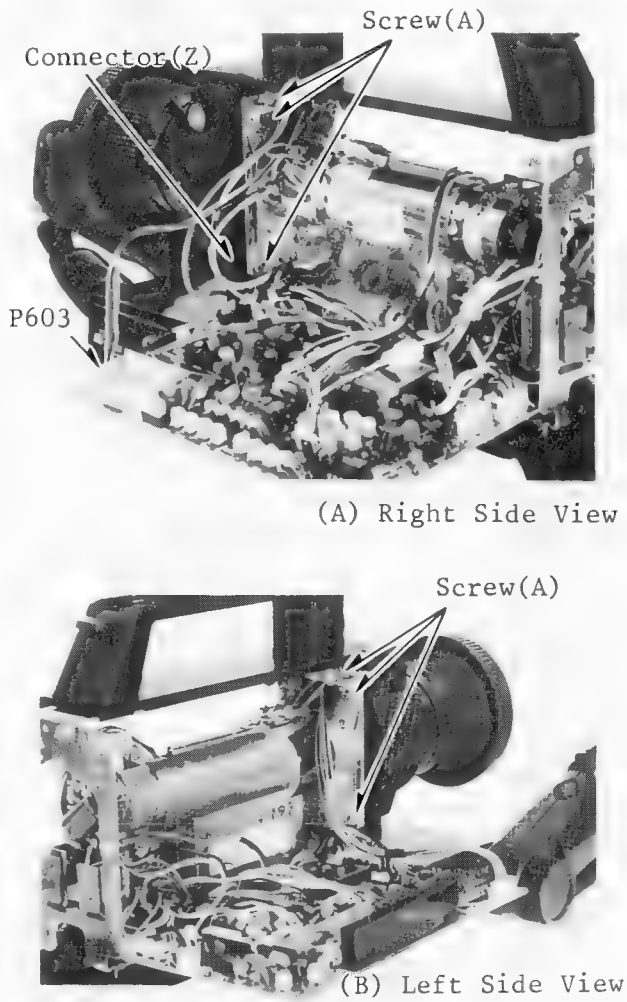

Fig. 17
4-4. Disconnect 2 connectors (connector (Z), P603) (see Fig. 17-A/B).